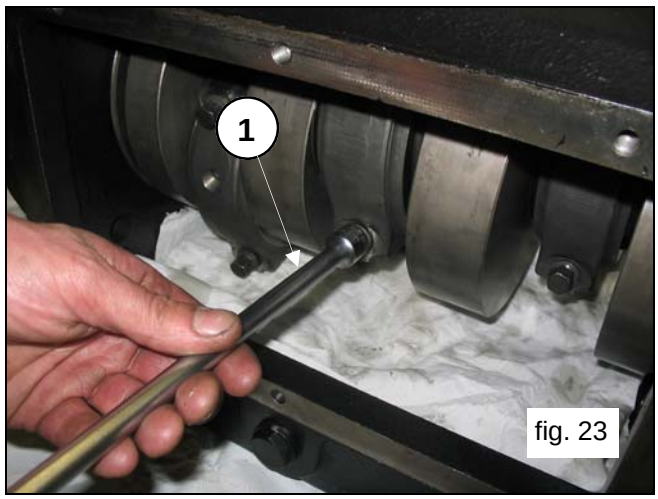

fig. 23
Unscrew the connecting rod screws (pos.①, fig.23).